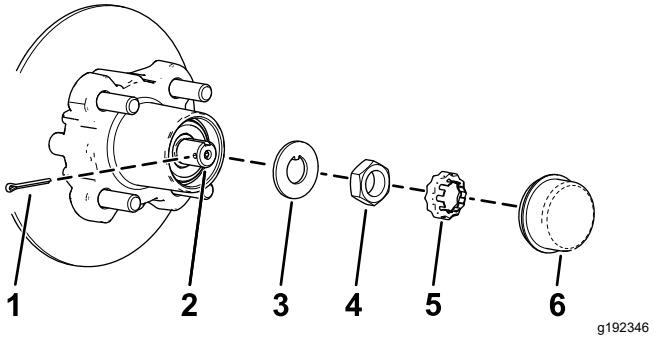
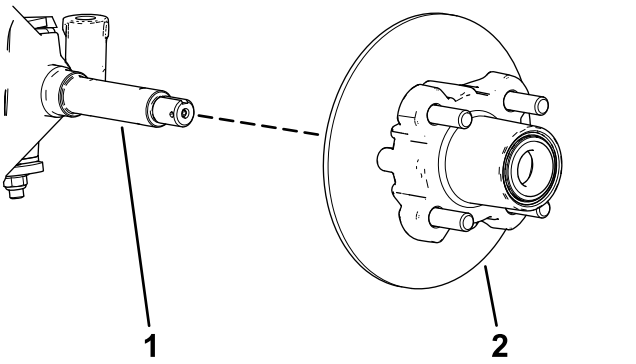

Figur 34
Figur 35
4. Fjern støvhetten fra navet (Figur 34).
5. Fjern hårnålsspliten og holdermutteren fra spindelen og spindelmutteren (Figur 34).
6. Fjern spindelmutteren fra spindelen, og skill navet og rotorenheten fra spindelen (Figur 34 og Figur 35).